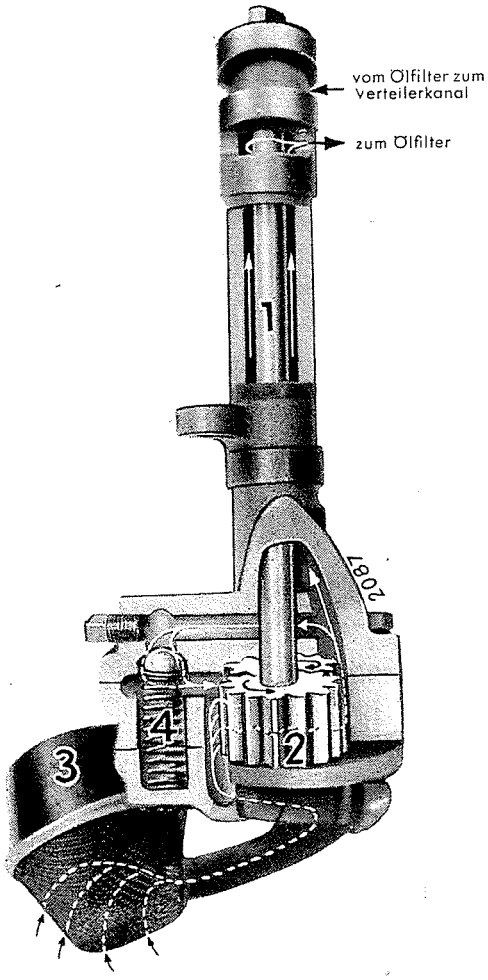

Bild 111
In das Pumpengehäuse ist ein Überdruckventil eingebaut, welches bei zu hohem Öldruck anspricht und das Zuviel zu den Ölpumpenzahnrädern zurücklaufen läßt (4), Bild 111.